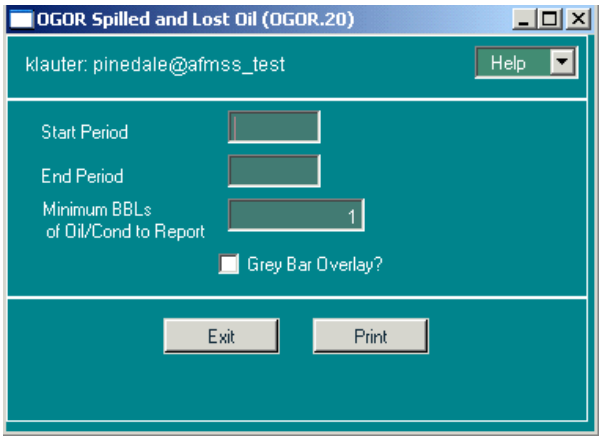

Figure 7-25: OGOR Spilled and Lost Oil (OGOR.20) Window
1. From the *Non-Indian AFMSS Main Menu* select **OGOR** then **OGOR Reports** to display the reports submenu. From the submenu select **Spilled and Lost Oil (OGOR.20)** to launch the window (Figure 7-25).